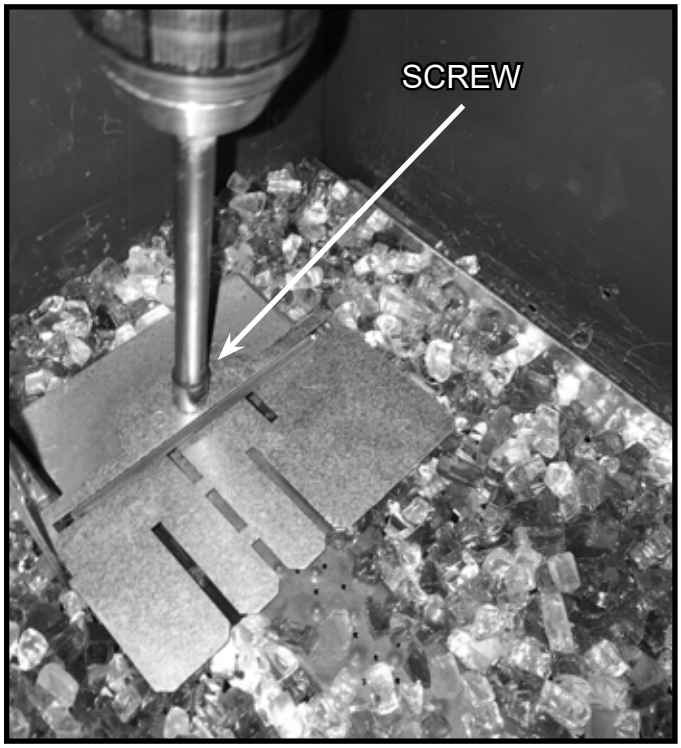

**Figure 3. Remove Media Placement Jig**
5. Remove the screw, noted in Figure 3, from the media placement jig and carefully lift the jig out of the appliance. **DO NOT allow any pieces of media to fall into the area in front of the pilot.**